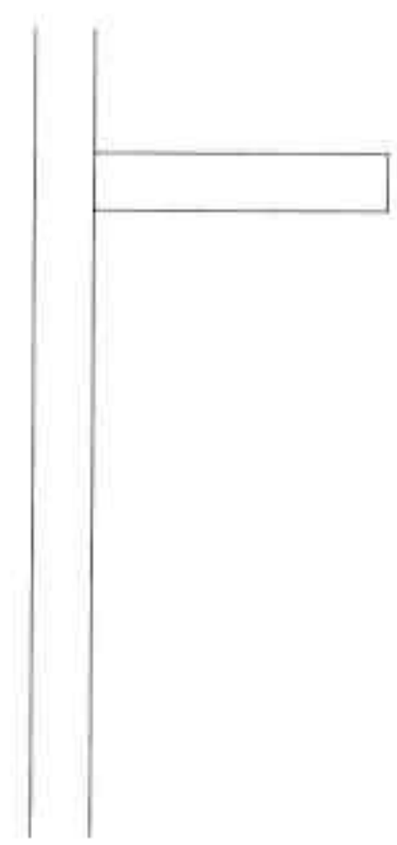

图20-32 绘制矩形
Step 02 执行“矩形”命令，向右绘制长 500mm、宽 100mm 的矩形，结果如图 20-32 所示。